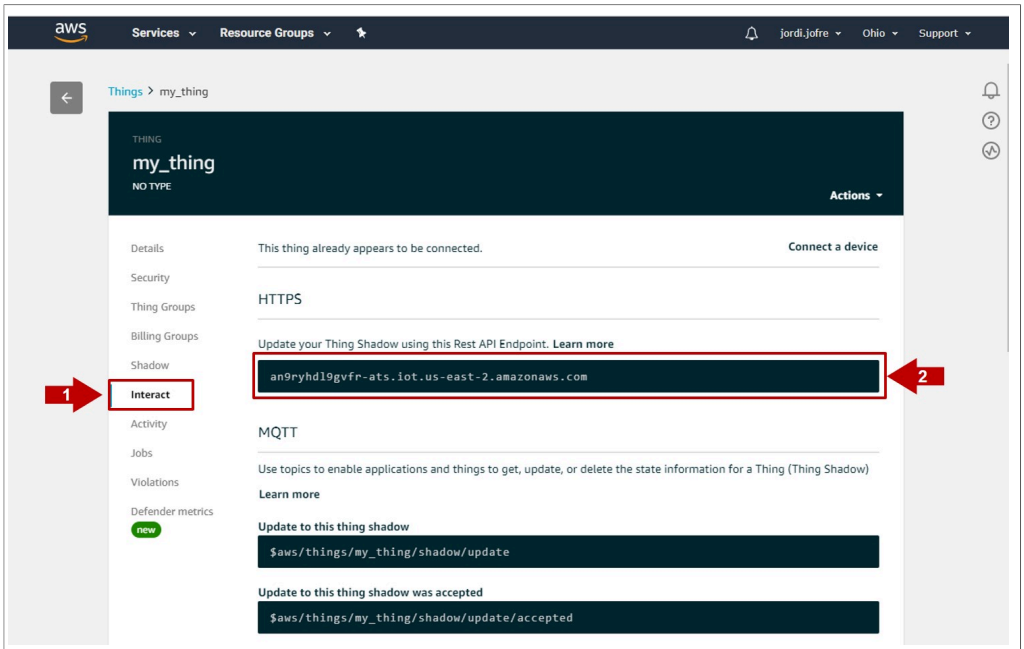

Figure 85. Find your Rest API Endpoint
2. On the left hand side menu, (1) go to **Interact**. Inside this menu, you will find your (2) Rest API Endpoint as indicated in Figure 85. Copy this URL.